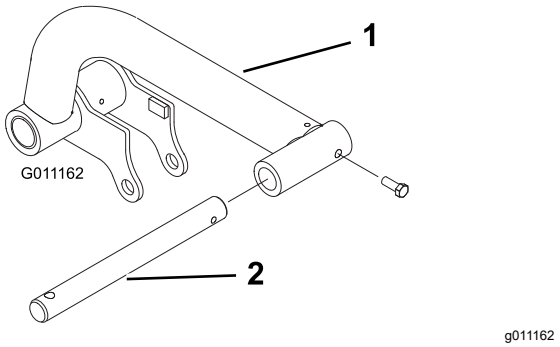

**Figur 9**
1. Skjut in en svängtapp i varje lyftarm och passa in monteringshålen (Figur 9).